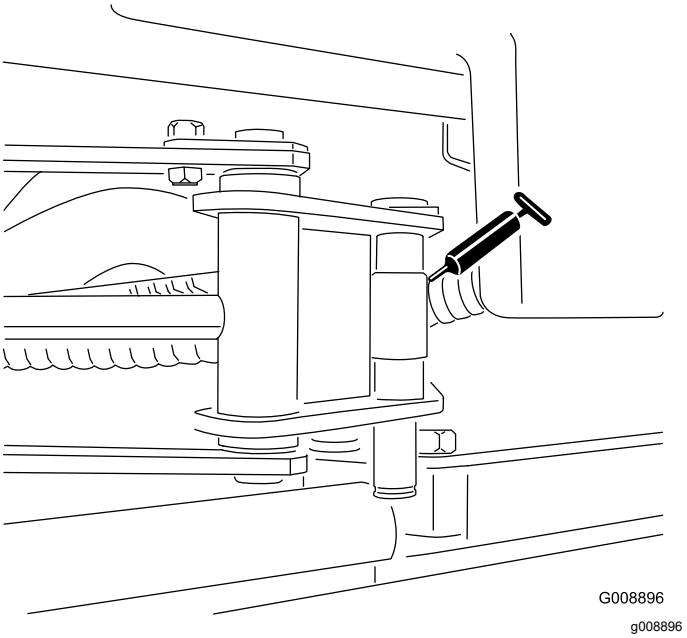

Figur 62
- Sidespolecylinderender (2 fittings; kun model 03171 – Figur 62)